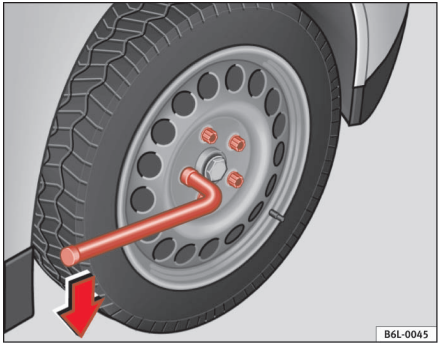

Fig. 132 Hjulskift: Sådan løsnes hjulboltene.
– Tag fat i enden af hjulnøglen, og drej bolten ca. en omdrejning mod **venstre** ⇒ fig. 132.